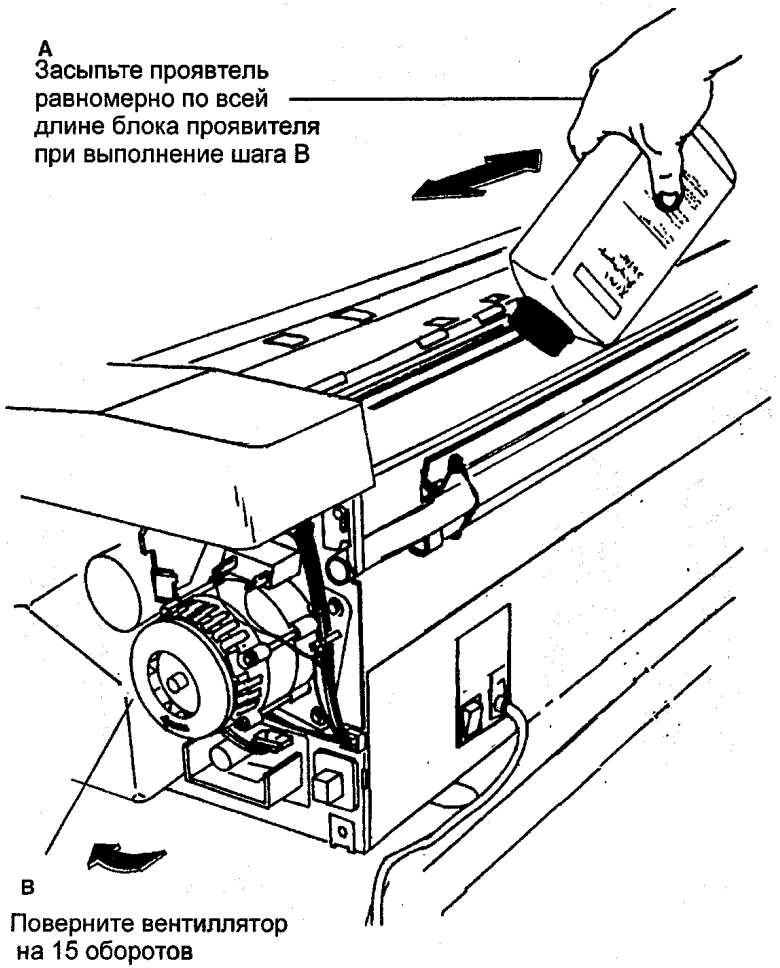

Рис. 20 Заправка проявителя
33. (РИС. 20): ЗАПРАВЬТЕ ПРОЯВИТЕЛЬ.